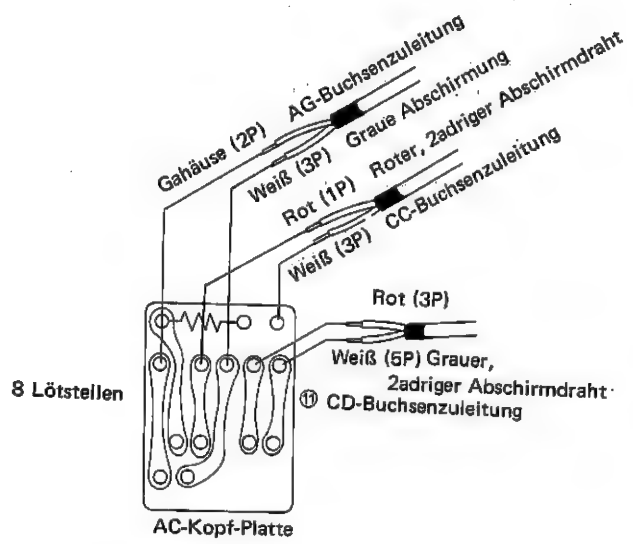

Abb. 34
AUSTAUSCH DES AC-KOPFES (siehe Abb. 34)
1. Nach Austausch den Bandlauf abstimmen. Während des Austausches niemals die Kopfoberfläche mit der Hand berühren. (markiert durch Pfeile in Abb. 34)
1. Wenn der Bandlauf nicht einwandfrei ist, folgende Einstellung vornehmen (siehe Abb. 34 und 35).
7. Den Spurlageregler in die vorgegebene Stellung drehen und die beiden Maschinenschrauben B (WSW3P + 8S) (siehe Abb. 34) geringfügig lösen und das Einstellwerkzeug für die X-Position an den öffnungen anbringen. Dann die Postion des AC-Kopf so abstimmen, daß die maximalte Hüllkurve erzielt wird.